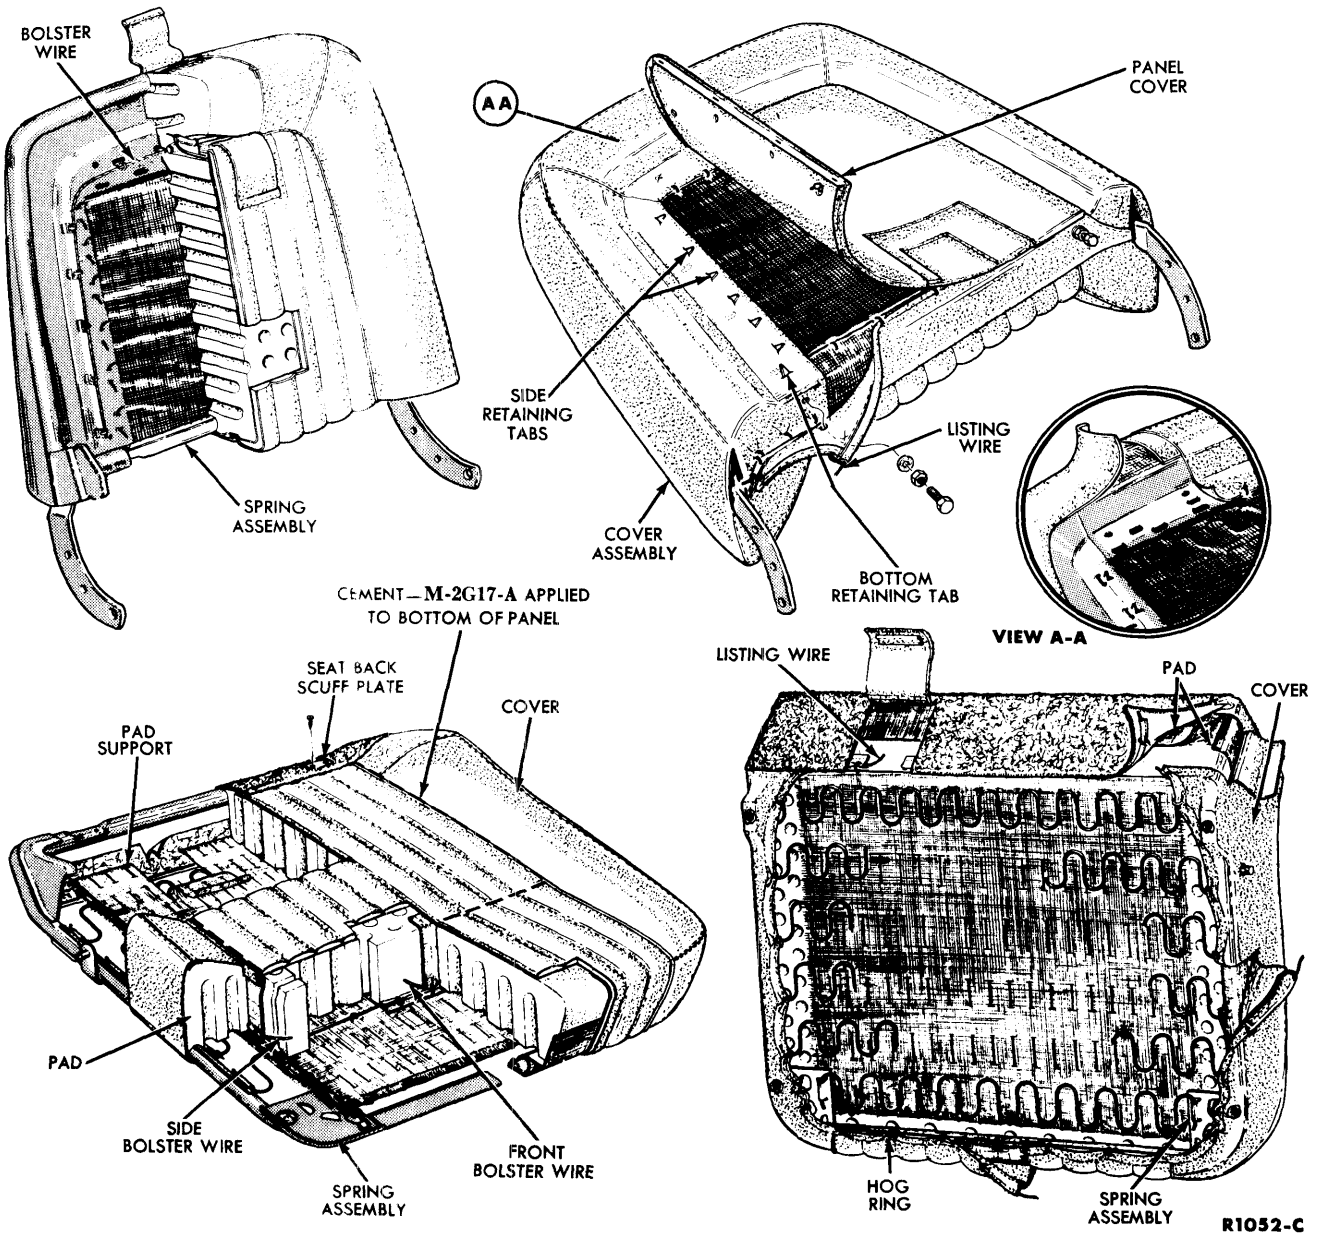

FIG. 14—Front Seat Back and Cushion
When installing a new seat cover or pad, refer to Figs. 14 and 15 for the location of listing wires, hog rings, anti-squeak pads, and seat pad stack-up.
2. Remove the seat back scuff plates and remove the hog rings retaining the seat cushion cover to the spring assembly (Fig. 14). Separate the bottom facing from the cushion cover top rear panel, and allow the facing to remain cemented to the foam rubber pad. Remove the cushion cover.
7. The front and side edges of the cover assembly can now be secured to the bottom of the spring assembly with hog rings as shown in Fig. 14.
1. From each side of the seat, remove the seat back pivot arm retaining pin and retainer, and then remove the seat back. Remove the 2 seat back stops, seat back pivot arm covers, and remove the panel cover from the seat back (Fig. 14). Remove the hog rings from the seat back assembly, bend the tabs up on the seat back, and remove the seat back cover. Inspect the pad and spring assemblies, and repair or replace as necessary.
3. Place the new cover over the pad and spring assembly, and with 12 equally spaced hog rings, secure the cover to the bolster wire (Fig. 14).
5. Pull the lower rear edge of the cover over the bottom of the spring assembly, and secure each side with 3 hog rings (Fig. 14).
6. Pull the lower front edge of the cover over the bottom of the spring assembly, and secure to the lower rear edge of the cover with 1 hog ring on each side (Fig. 14). Secure the lower listing of the cover assembly to the spring assembly with 5 hog rings, pierce the cover over the bottom retaining tab, and bend each tab toward the top of the seat.